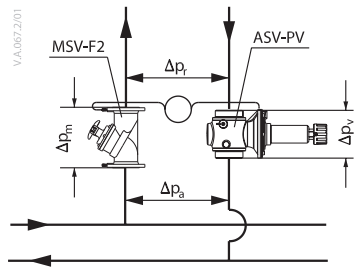

*Fig. 1 Setting of ASV-PV = Δpriser*
- partner valve outside the control loop (Fig. 1). Recommended configuration: it results in best performance since whole controlled pressure range is available to the riser. Flow limitation is done on each terminal unit in the riser.